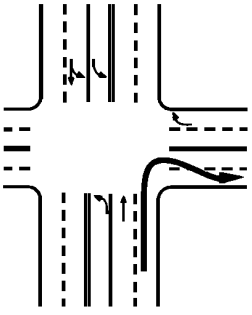

Figura 2-8
- Si usted está manejando un camión o autobús que no puede girar a la derecha sin entrar a otro carril, gire en forma amplia al estar *completando* la vuelta como se muestra en la figura 2-8. Mantenga la parte de atrás del vehículo cerca de la orilla. Esto evitará que otros conductores lo pasen por la derecha.